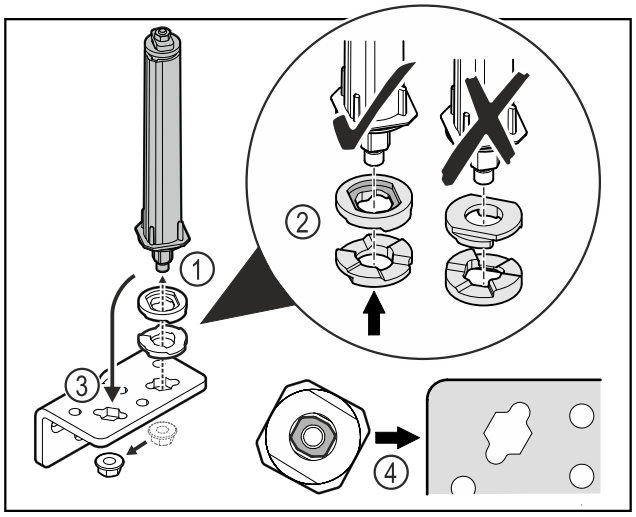

Fig. 29
▶ Desfaceți piulița și îndepărtați sistemul de închidere a ușii *Fig. 29 (1)*.
▶ Aveți în vedere alinierea corectă a șaibelor de reglaj pe înălțime *Fig. 29 (2)*.
▶ Mutați sistemul de închidere a ușii în colțarul balamalei și fixați cu piulița *Fig. 29 (3)*.
▶ La utilizare aveți în vedere alinierea corectă a sistemului de închidere a ușii *Fig. 29 (4)*.